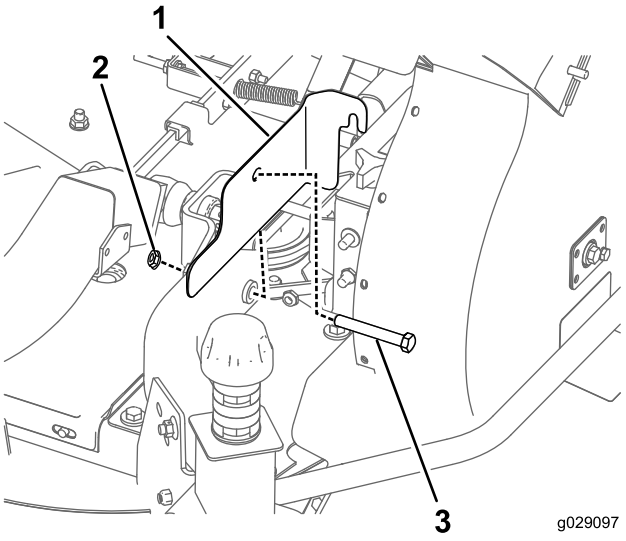

Figuur 25
1. Breng de riemkap aan op de machine (Figuur 25).